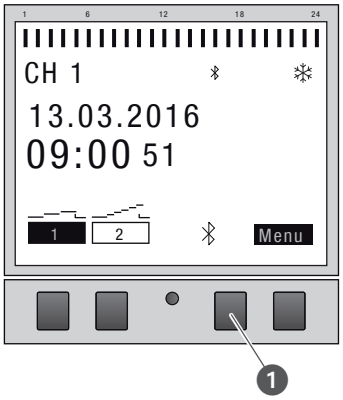

Bild 20: Starta Bluetooth-anslutning på kopplingsuret
1. Tryck på Bluetooth-knappen (Bild 20/❶) på kopplingsuret.